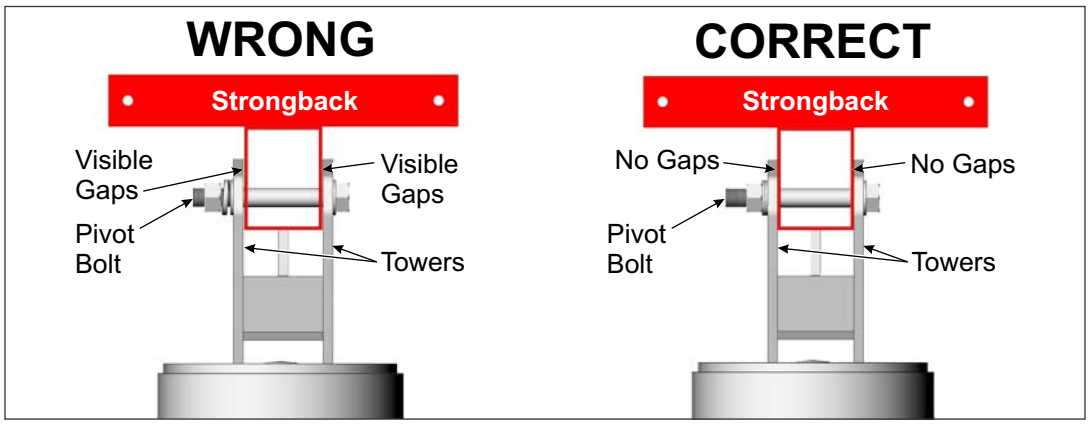

Figure 7-3: Tighten and Torque the Pivot Bolt
C. Re-Tighten the Pivot Bolt. After changing the tilt angle and tightening the Support Bar hardware, the Pivot Bolt must be re-tightened. The Pivot Bolt cannot be left loose - the Mounting Sleeve Vertical Towers must be firmly clamped to the sides of the Strongback, eliminating any gaps between the Vertical Towers and the Strongback. **Torque to 200-250 ft.-lbs.** (See Figure 7-3)